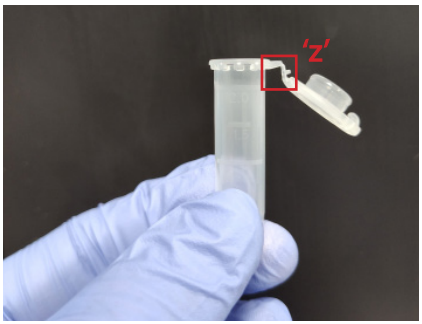

Abbildung 2
4. Winkeln Sie die Kappe nach unten und dann nach innen, sodass das Scharnier an der befestigten Kappe eine "Z"-Form bildet, bevor Sie das Elutionsröhrchen auf das Tablett legen (Abbildung 2).